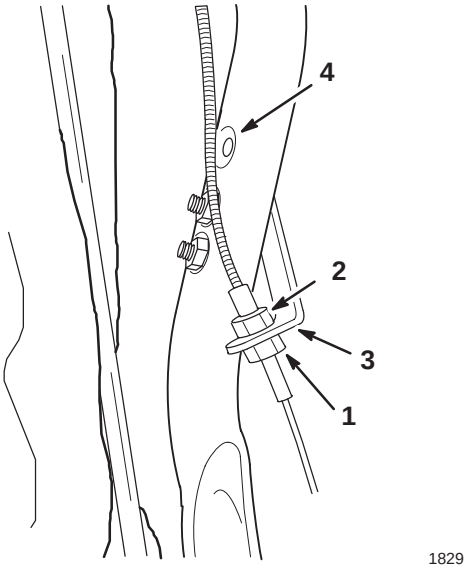

Bild 24
2. Lockern Sie die untere Mutter an der Unterseite des Bügels (Bild 24).
3. Ziehen Sie die obere Mutter zum Bewegen des Zuggehäuses nach oben (Bild 24), wodurch das Reibrad näher an den Reifen bewegt wird. (Effektiv wird dadurch der Zug zum Ausgleich der Abnutzung verkürzt.)
Hinweis: Bewegen Sie, wenn Sie den Zug nicht mehr einstellen können, den Bügel in das obere Loch im Handgriff und beginnen mit der Einstellung von vorne (Bild 24).
4. Ziehen Sie, wenn Sie die richtige Einstellung herbeigeführt haben, die untere Mutter gegen den Bügel fest, damit die Einstellung abgesichert wird (Bild 24).